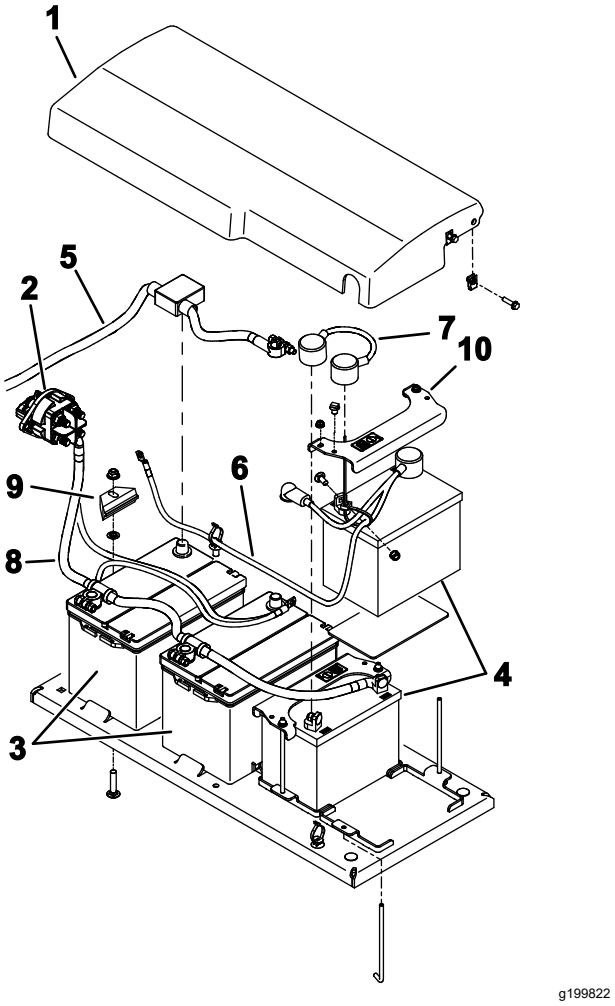

Figur 115
6. Ta bort fästelementen som fäster batterikåpan på maskinen och ta sedan bort skyddet (Figur 115).
9. Ta försiktigt bort batterierna från maskinen (Figur 115).
1. Fäst batterierna med låsfästena (Figur 115).